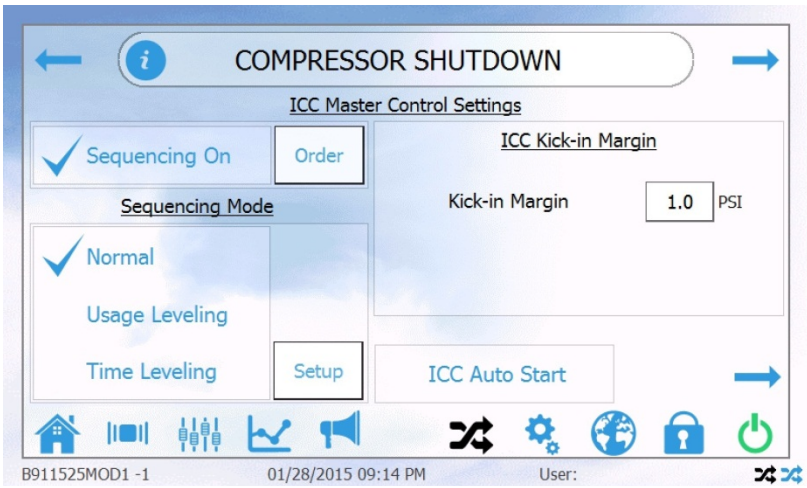

FIGURE 3-20
1. On the Master controller, access the ICC Master Control Settings Screen by pressing the icon and enable the sequencing on feature as shown below in Figure 3-20.